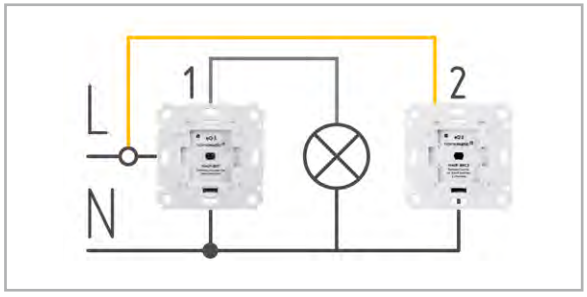

Bild 6: Dimmbare Wechselschaltung durch Homematic IP
Der HmIP-BRC2 benötigt ebenfalls zum Betrieb eine Phase (L) und einen Neutralleiter (N). Diese müssen daher zwingend in der Dose zur Verfügung stehen. Bild 6 zeigt hier den Stromlaufplan. Die korrespondierenden Leitungen werden beim Umbau weiterhin verwendet.